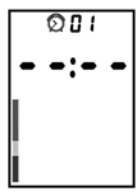

Fig. 4
7. Para fixar a porca do monitor da tensão arterial digital ao parafuso do suporte de pé, aperte firmemente o conjunto como na Fig. 4.
1. Quando o dispositivo estiver em espera, pressione o botão "PRESET" duas vezes para entrar no modo de alarme 01, o visor mostrará como na Fig. 4;